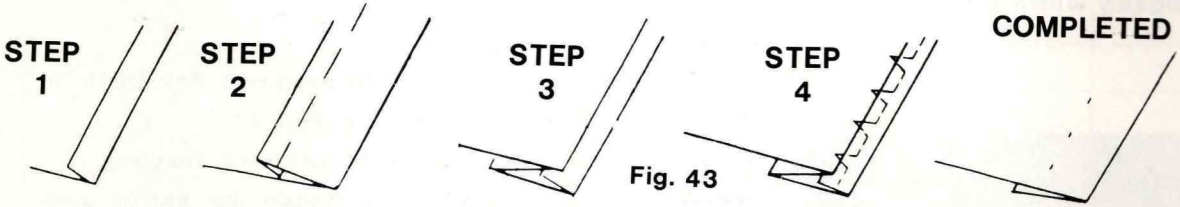

Fig. 43
Step 1. (Fig. 43). If hem with folded edge is used make first fold 3/8" deep.